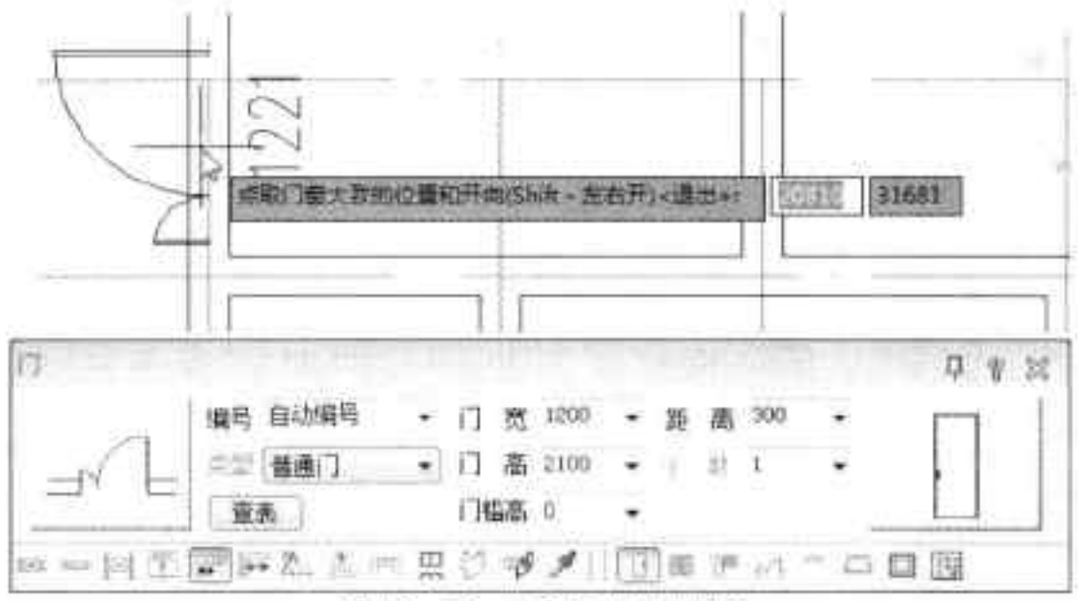

图16-70 指定大门位置
Step 06 在绘图区域中，指定大门位置，并调整好门开方向，如图 16-70 所示。